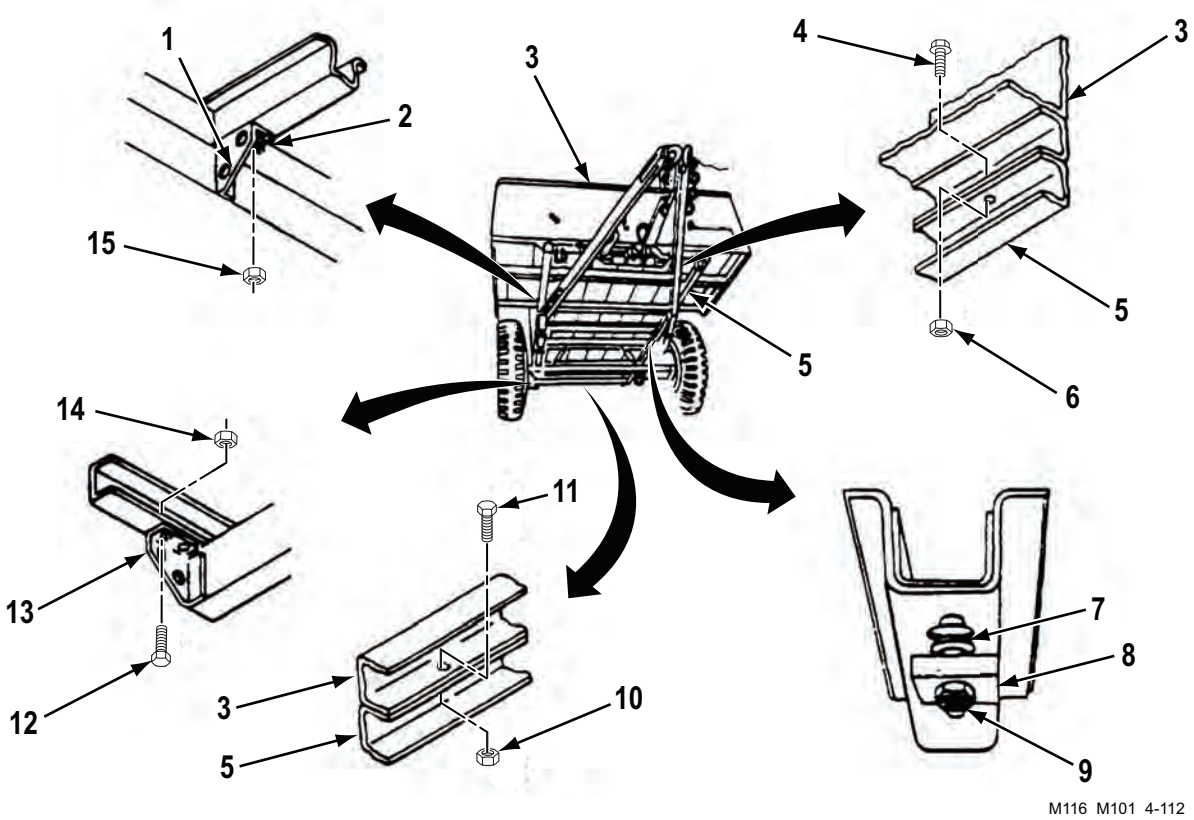

Figure 2. Cargo Body Installation.
2. Lift cargo body (Figure 2, Item 3) onto frame (Figure 2, Item 5) and align mounting holes.
3. At front chassis sill, loosely install three cap screws (Figure 2, Item 4) and new self-locking nuts (Figure 2, Item 6) on cargo body (Figure 2, Item 3) and frame (Figure 2, Item 5).
4. At each of two midchassis mounting brackets (Figure 2, Item 1), loosely install cap screw (Figure 2, Item 2) and new self-locking nut (Figure 2, Item 15) on mounting brackets (Figure 2, Item 1).
5. At rear chassis sill, loosely install cap screw (Figure 2, Item 11) and new self-locking nut (Figure 2, Item 10) on cargo body (Figure 2, Item 3) and frame (Figure 2, Item 5).
6. At each of two rear corner mounting brackets (Figure 2, Item 13), loosely install two cap screws (Figure 2, Item 12) and new self-locking nuts (Figure 2, Item 14) on mounting brackets (Figure 2, Item 13).
7. Insert eight square neck bolts (Figure 2, Item 7), clamps (Figure 2, Item 8), and new self-locking nuts (Figure 2, Item 9) into cargo body (Figure 2, Item 3).
8. Torque 18 self-locking nuts (Figure 2, Items 6, 9, 10, 14, and 15) between 26 – 31 lb-ft (35 – 42 N•m).
9. Remove lifting device from cargo body (Figure 2, Item 3).